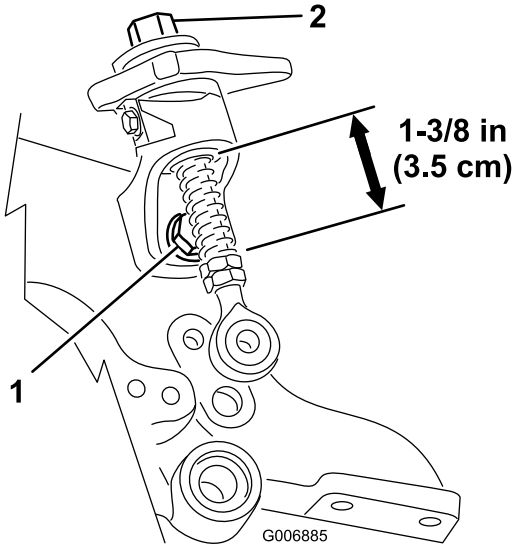

Figura 45
2. Allentate il bullone di montaggio rapido e verificate che l'asta filettata sia allineata e priva di grippaggio sulla rampa rapida inferiore (Figura 45). Serrate i bulloni.
3. Verificate la lunghezza delle molle per montaggio rapido sulle aste filettate, che deve risultare di 3,5 cm (Figura 45).
4. Se la manopola di regolazione dell'altezza non ruota liberamente, la boccola potrebbe essere sporca (Figura 45). Pulite la boccola, se necessario.